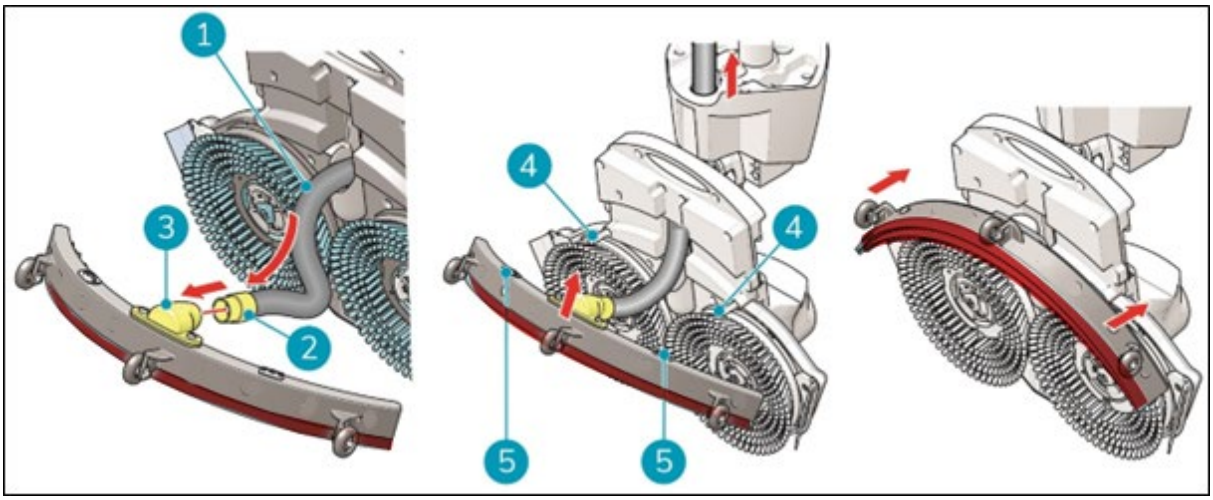

Figur 36
1. Ta vakuumslangen (figur 36, pos. 1).
2. Sett slangekoblingen (Figur 36, pos. 2) inn i nalen (Figur 36, pos. 3).
3. Vri slangekoblingen 1/4 omdreining for å få den til å sitte godt (Figur 36, pos. 2).
6. Rett inn pinnene på skrubbedekket (Figur 36, pos. 4) med hullene på nalen (Figur 36, pos. 5).
(Figur 36, pos. 5).